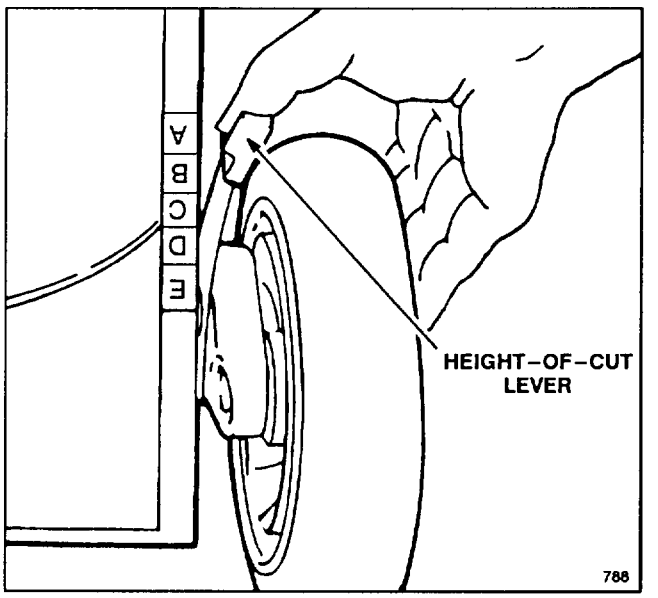

**Figure 10**
**3.** Squeeze the mower's height–of–cut lever toward the wheel and move it to the corresponding color/letter on the mower housing (Fig. 10). For easier adjustment, lift housing up so wheel is off ground. **Do not put fingers under housing when lifting.** Ensure pin on height–of– cut lever engages slot in housing. Adjust all wheels to the same color/letter setting.